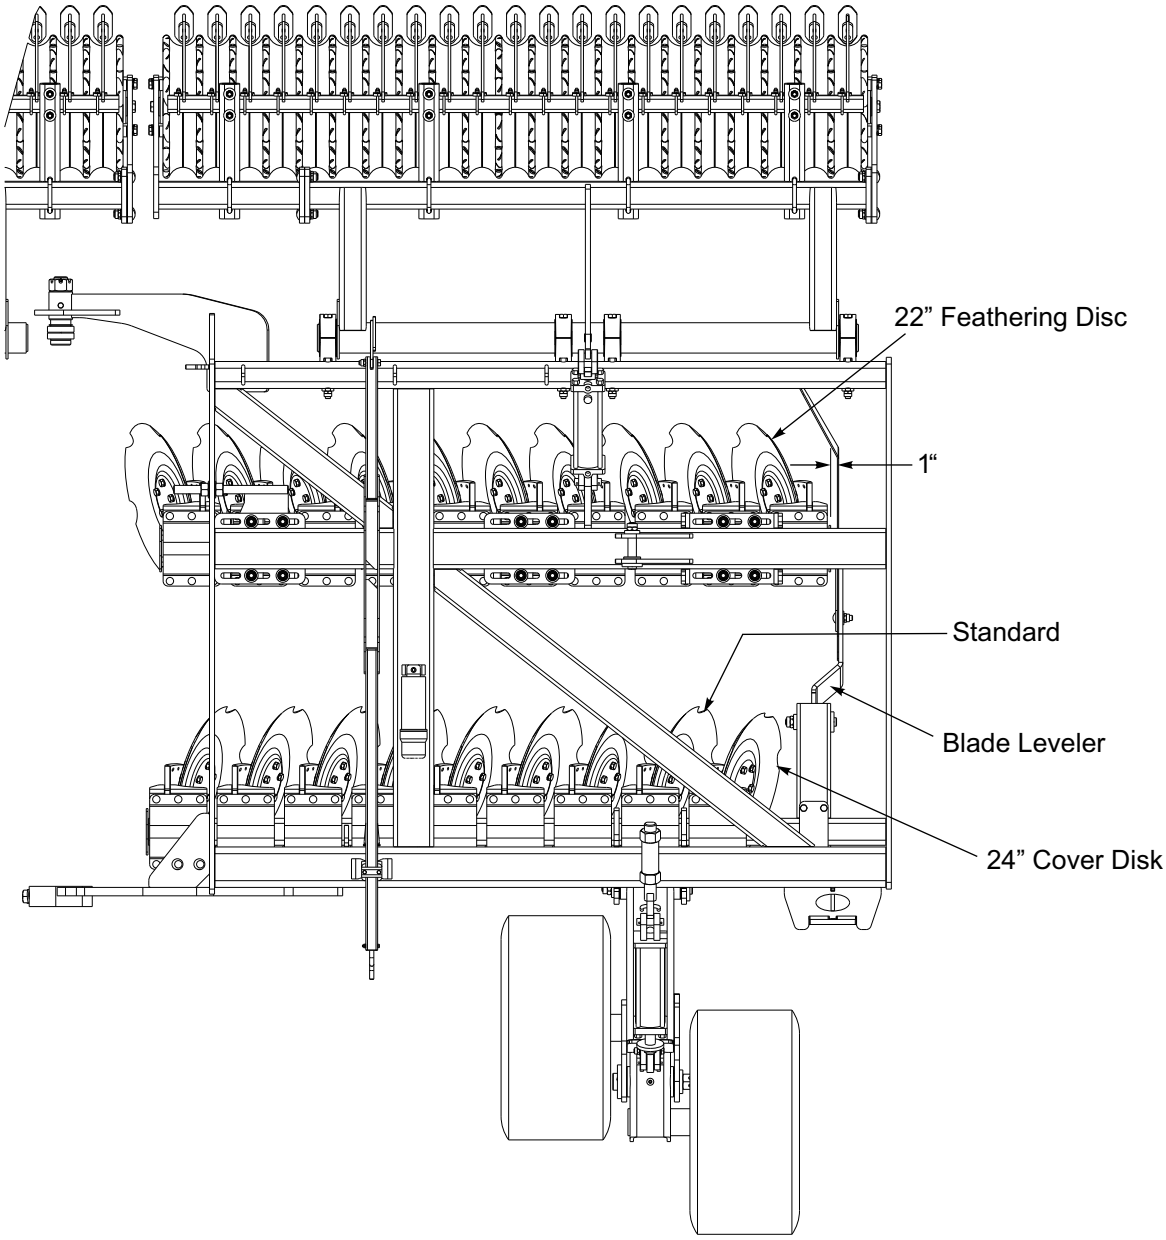

Figure 4-5: Adjusting The Blade Leveler (Compound & Shanks Shown)
2. If the ground speed will be ten miles per hour or more, gap the blade leveler laterally a bit further left of the left end cap of the left rear gang for most working conditions. For most working conditions, it is most effective when positioned approximately 1” to 1-1/2” to the left of the left rear gangbars left side end cap. *See Figure 4-5*